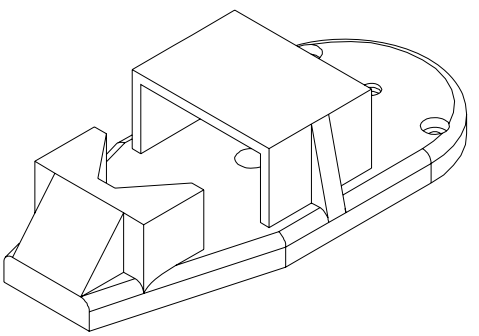
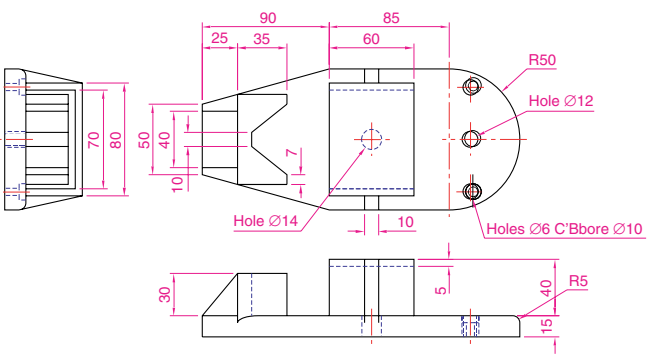

Fig. 7.30 Exercises 8 and 9 – an isometric drawing of the component for the two exercises
Fig. 7.31 Exercises 8 and 9
8. Construct a third angle projection of the component shown in the isometric drawing in Fig. 7.30 and the three-view first angle projection in Fig. 7.31.
9. Construct the isometric drawing shown in Fig. 7.30, working to the dimensions given in Fig. 7.31.